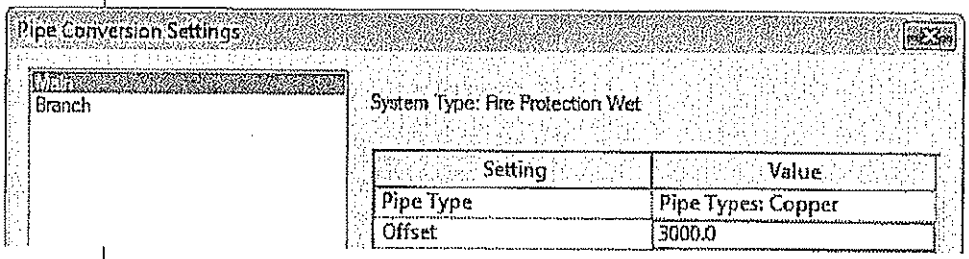

Figure 9–53
4. In the Pipe Conversion Settings dialog box, set the *Offset* for both Main and Branch to **3000mm** as shown in Figure 9–53. Verify that the *Pipe Type* is set to **Copper** and click OK.